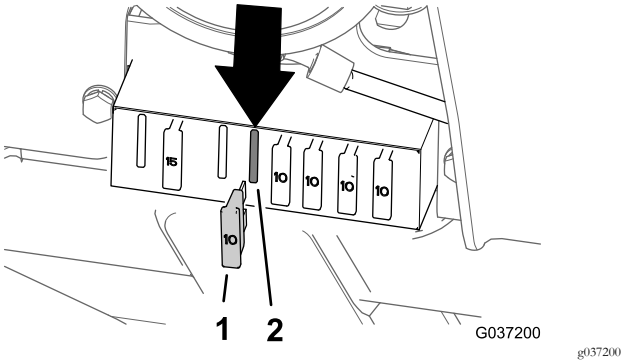

Figur 37
- Modell 30651 – fjärde säkringsplatsen från vänster (Figur 37)